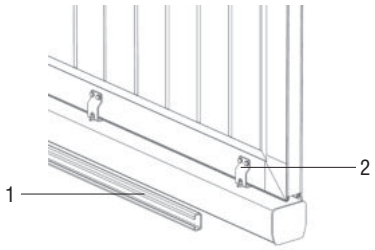

Рисунок 1
1. Уст новите С-профиль (1) н кронштейны крепления щит (2) и з крепите с морез ми (рисунок 1).